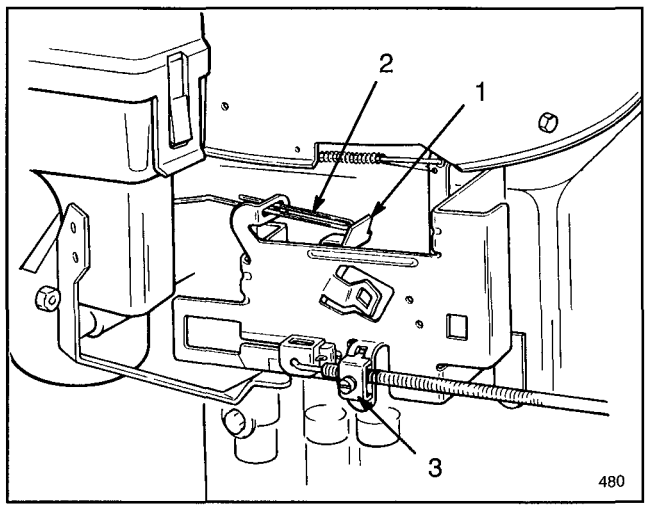

Figure 15
2. The throttle lever should be just touching the choke link (Fig. 15); if they are not in this position, an adjustment is necessary:
B. Loosen the throttle cable clamp screw (Fig. 15) and move the control cable casing and wire until the throttle lever touches choke link.